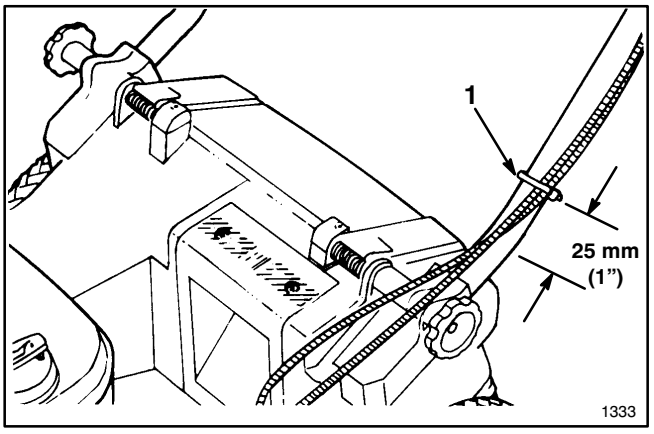

Figure 3
6. Use cable tie to secure cable(s) to lower side of left hand tube (Fig. 3). Cable tie should be positioned 25 mm (1”) from bend in handle. See Figure 3 for correct cable placement.